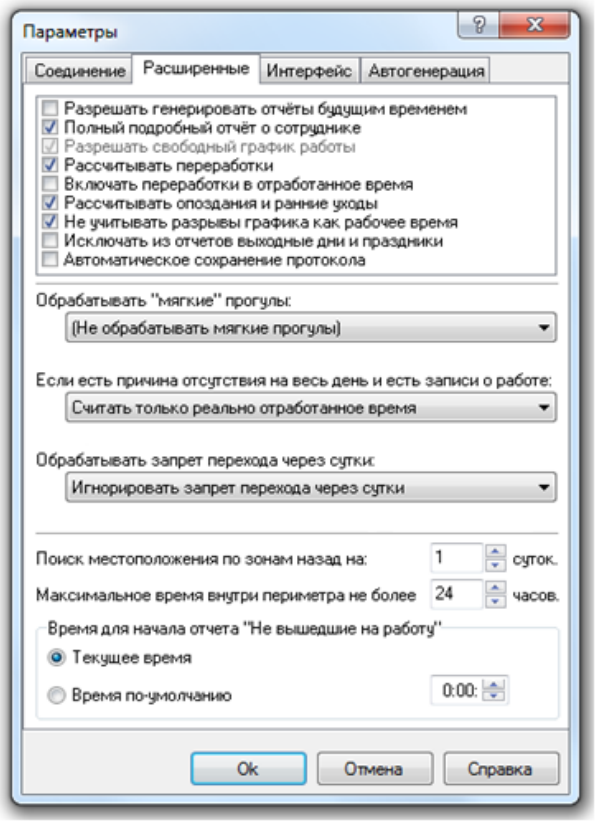

Рисунок 9-99 Определение параметров для генерации отчета
3) в окне «Параметры» на вкладке «Расширенные» (см. п. 9.3.1.1.2) задать параметры для генерации отчета (см. Рисунок 9-99);